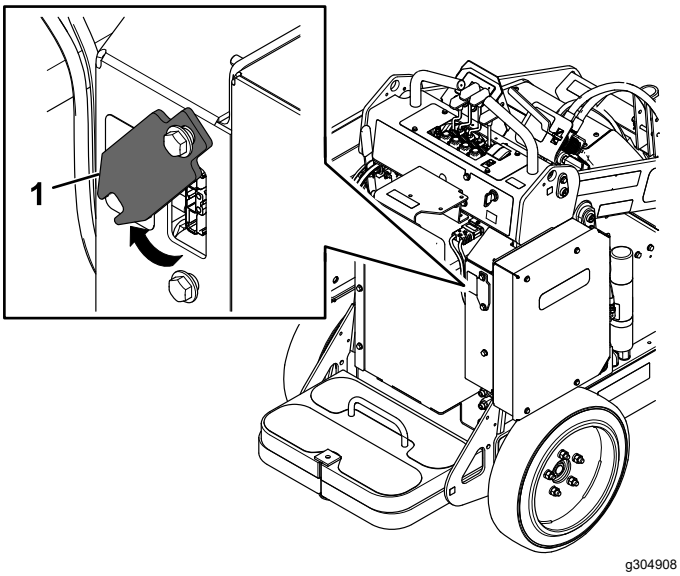

Rysunek 23
6. Przesuń osłonę gniazda ładowania w górę i odchyl ją na bok, odsłaniając gniazdo (Rysunek 23).
10. Przekręć osłonę gniazda ładowania z powrotem na swoje miejsce i przesuń ją w dół, na dolną śrubę (Rysunek 23).